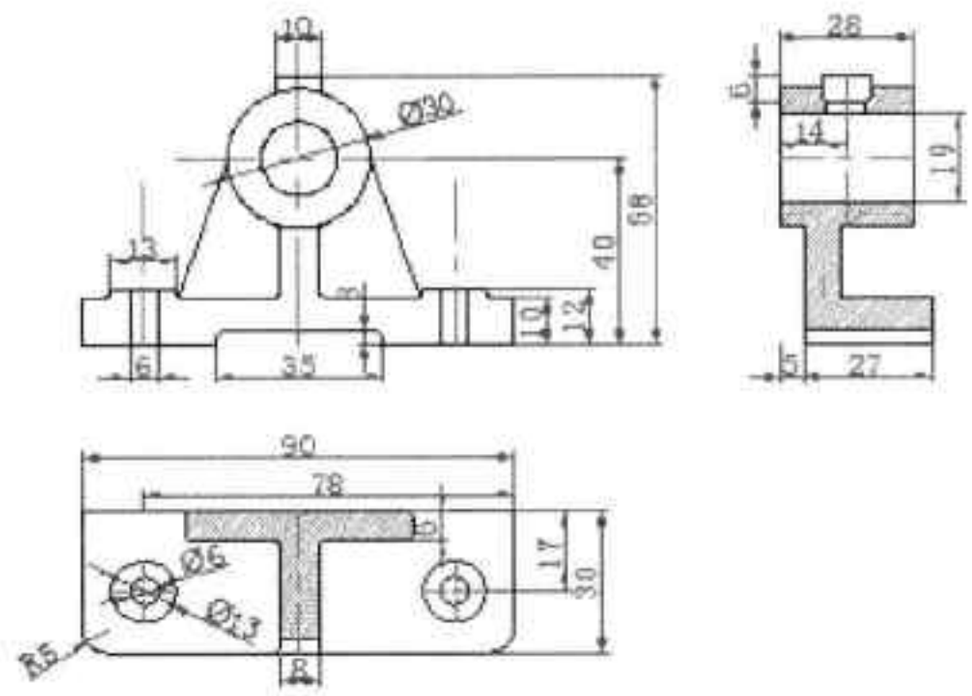

图21-109 添加尺寸标注
Step 04 执行“线性标注”和“半径标注”等命令，对轴承支座零件图添加尺寸标注，如图 21-109 所示。